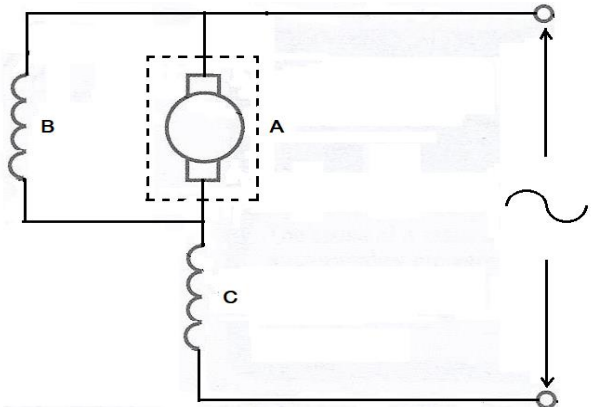

FIGURE 1
5.2 Study the circuit diagram in FIGURE 1 below and answer the questions that follow.
5.2.1 Name the circuit diagram in FIGURE 1. (1)